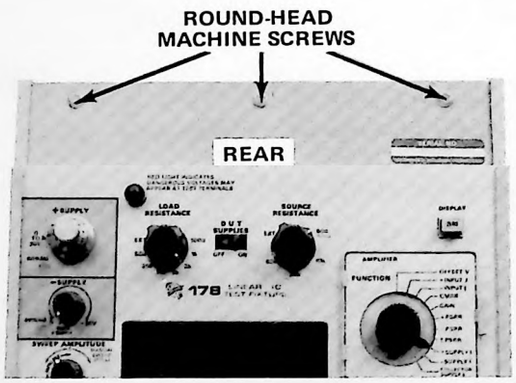

Fig. 4-4. Top view of the 178.
c. Remove the three round-head machine screws from the top-rear of the instrument (Fig. 4-4).